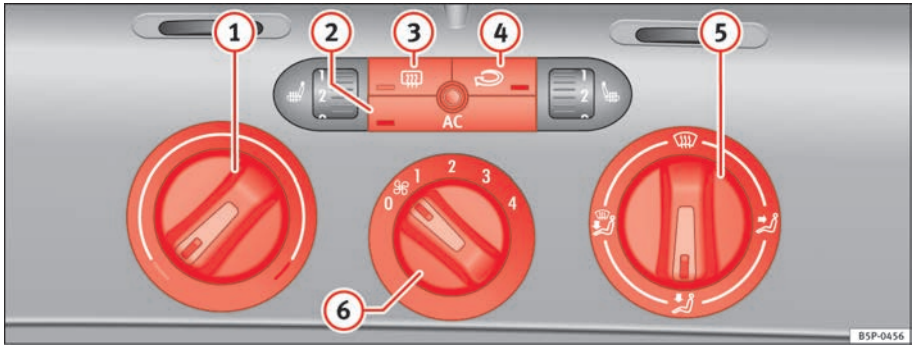

Fig. 126 On the dash panel: Climatic controls
– By using the regulators ⇒ fig. 126 (1) and (5) and the control (6) the temperature, air distribution and the turbine speed can be set.
– To switch a function on or off, press the appropriate button (2), (3) or (4). When the function is activated, the display window in the lower corner of the button is lit.
(1) Temperature selector ⇒ page 156
(2) Button AC – Heating, ventilation and air-conditioning system on/off ⇒ page 156
(3) Button – Rear window heating. The heating will be switched off automatically approximately *20 minutes* after switching on. It can also be switched off beforehand by pushing the button.
(4) Button – Air recirculation mode ⇒ page 157
(5) Air distribution control ⇒ page 156
(6) Blower switch. There are four speed settings for the air flow. The air flow should always be set at the lowest speed when driving slowly.
– Switch on the air conditioning using the button ⇒ page 155, fig. 126 AC.